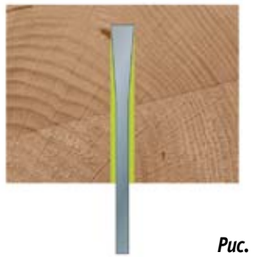

*Рис. 2*
- на рис. 2 изображена деталь с высококачественным пропилом, который достигается при использовании технологии тонкого пропила от компании Wintersteiger. Зона неоправданных потерь древесины обозначена зеленым цветом.